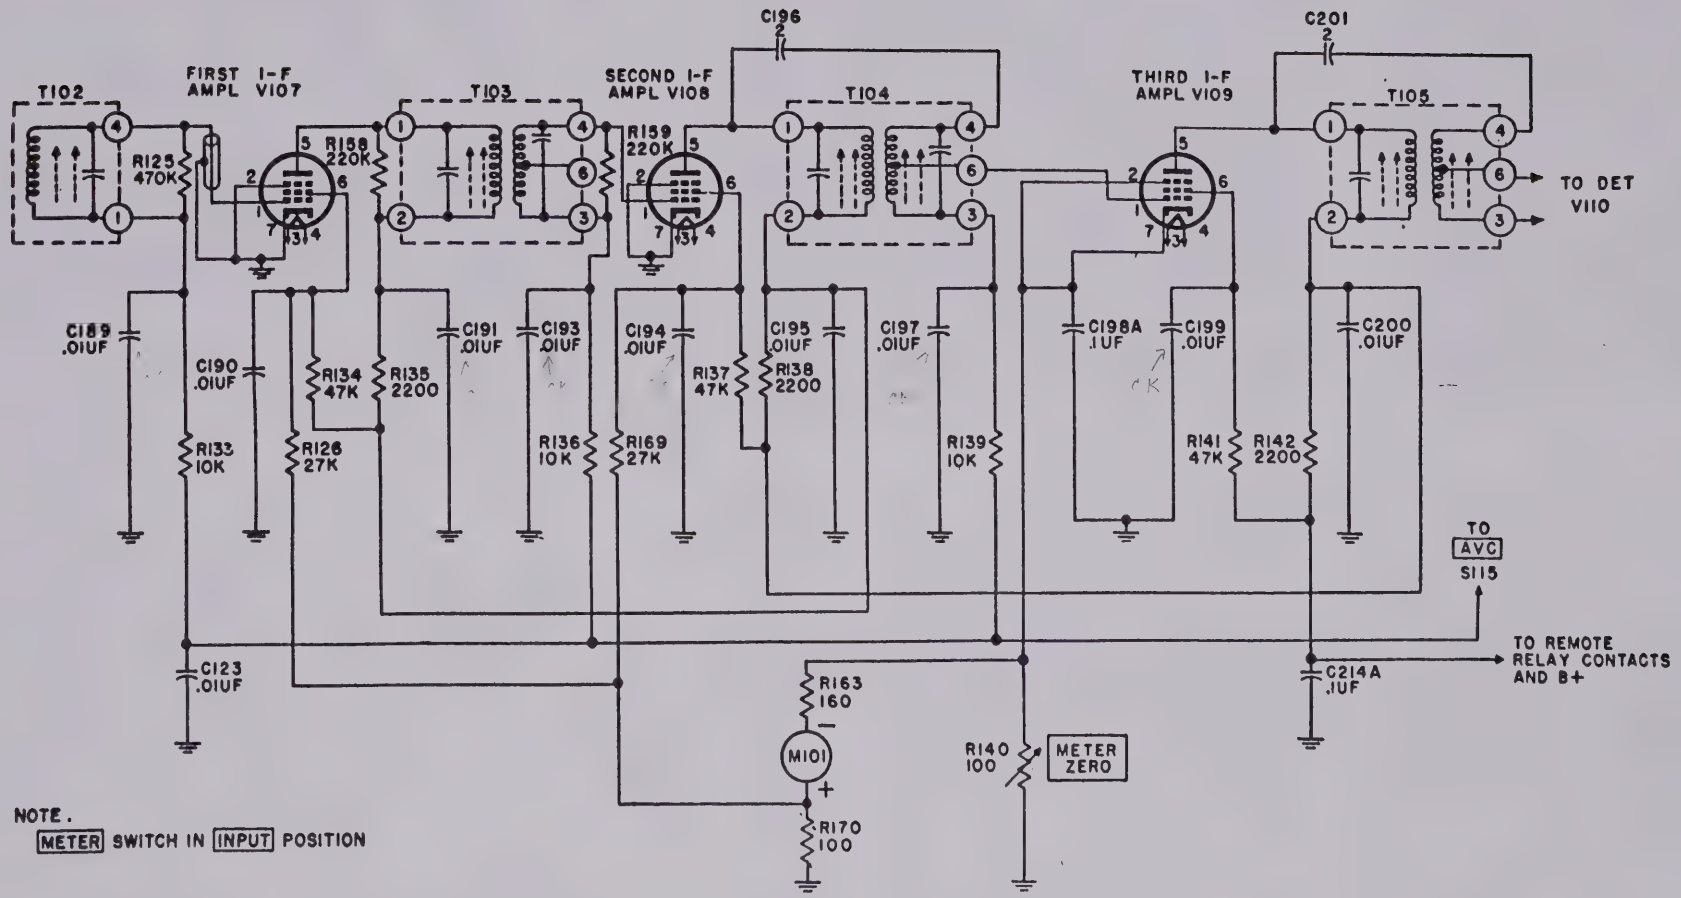

Figure 23. I-f stages, schematic diagram.
a. Input Meter. When the INPUT-OUTPUT METER switch S117 is in its normal position (INPUT), the meter circuit is arranged as an S meter, as shown in figure 23. The i-f amplifier tube V107 and V108 screen voltage dividers have their return through resistor R170. Resistor R170, meter M101, and resistor R163 are series-connected across i-f amplifier tube V109 cathode bias resistor R140. R140 is variable and is used as a METER ZERO resistor. With no signal input to the receiver, the voltage drops across R163 and R170 are equal and opposite in potential and no current flows through the meter. When the input signal increases, the avc voltage fed back to the grid circuit of V107 and V108 increases with a resultant decrease in screen current of these tubes. The voltage drop across R170 in the return side of V107 and V108 screen voltage dividers increases, a voltage unbalance occurs across R170, M101, and R163, and current proportional to the signal strength flows through the meter.